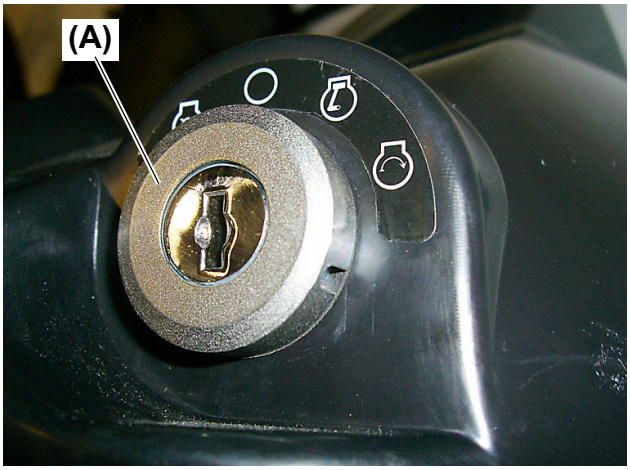

Fig. 6
4. Using a spanner wrench or a pair of pliers, remove the ring nut **(Fig. 6, (A))** of the starter key switch. Remove the internal washer and then pull out the starter key switch toward the inside of the dashboard upper.